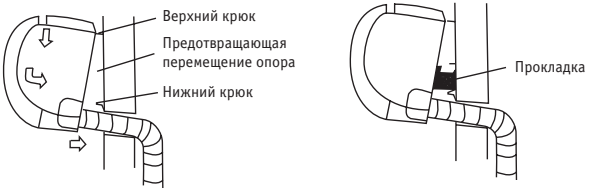

Рис. 12
2. Наденьте верхний выступ, расположенный на задней панели корпуса внутреннего блока, на верхний крюк монтажной пластины и убедитесь в надежности зацепления блока, перемещая его влево и вправо (см. рис. 12).